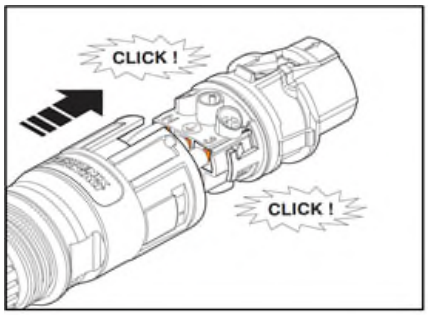

Abb. 16: Zusammenstecken
- Ziehen sie die Schrauben am Kontaktträger mit 1 Nm an (: Adern auflegen Abb. 16).